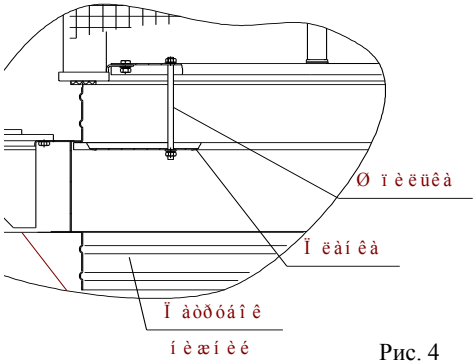

Рис. 4
6.2.3 Собрать установку (рис.1). Монтаж кассеты на установку производить в соответствии с рис. 4.